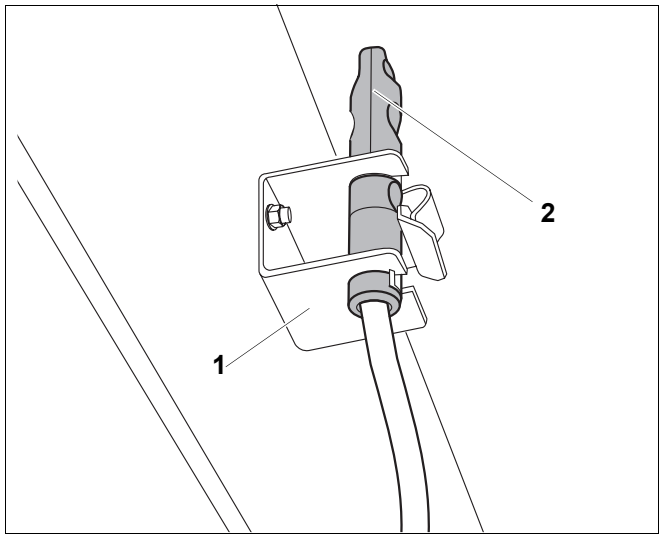

Rys. 53 Sprawdzenie czujnika temperatury spalin (widok z dołu przez otwór przerywacza ciągu)
Fabrycznie wstępnie zmontowany czujnik temperatury spalin (rys. 53, **poz. 2**) w przerywaczu ciągu kondensacyjnego wymiennika ciepła musi być dobrze zamontowany w uchwycie (rys. 53, **poz. 1**), aby zapewnić bezpieczną i bezawaryjną pracę kotła grzewczego.
- Należy zwrócić uwagę na to, aby czujnik temperatury spalin był prawidłowo włożony do uchwytu (rys. 53).
- Wsunąć czujnik temperatury spalin od góry do uchwytu (rys. 53).